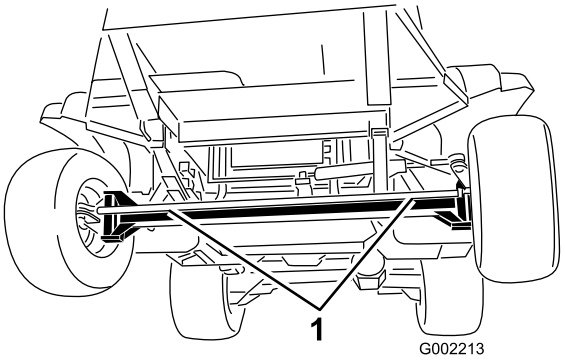
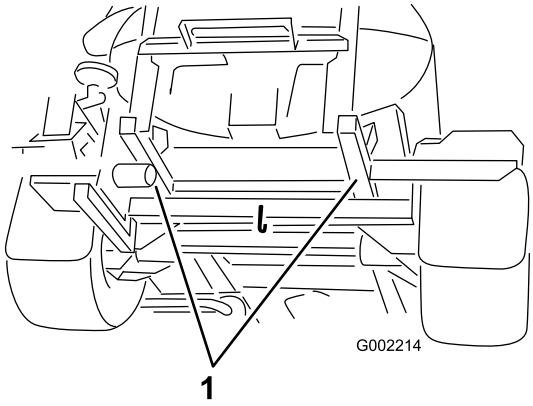

Figuur 26
Figuur 27
2. Bevestig een sleepkabel aan het chassis. Gebruik hiervoor de sleeppunten op de voor- en achterkant, die worden aangegeven in Figuur 26 en Figuur 27.